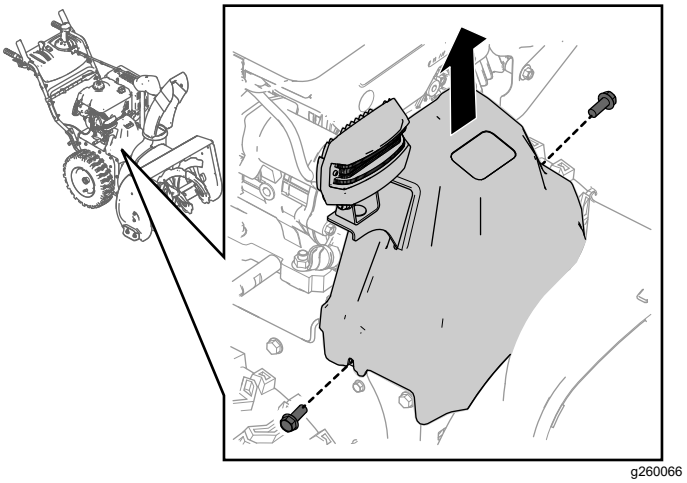

Rysunek 25
1. Odkręć 2 śruby mocujące pokrywę pasa na swoim miejscu (Rysunek 25).
2. Zdejmij pokrywę pasa (Rysunek 25).